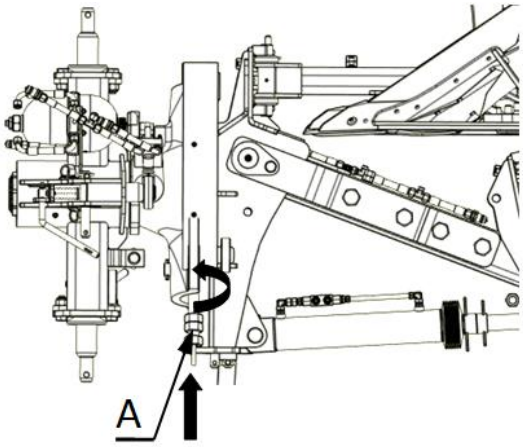

*Rysunek:22* ***Wrzeciono pierwszego korpusu***
*Rysunek:22* ***siłownik pierwszego korpusu***